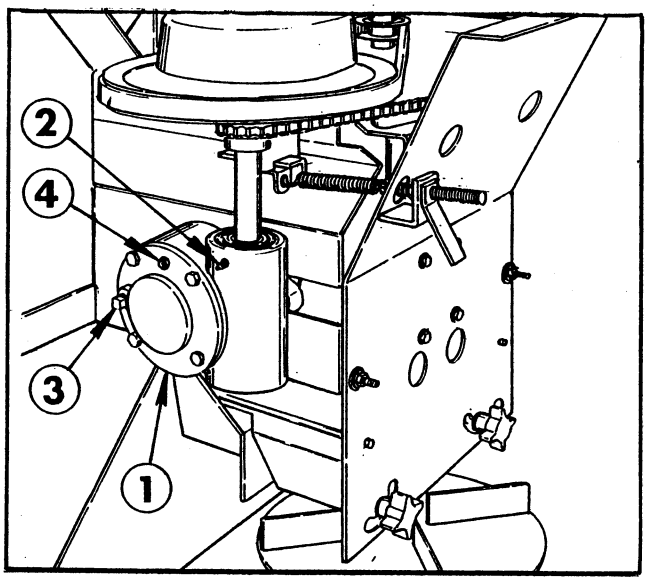

FIG. 17
2. Grease the input shaft bearing on the Gear Box. See FIG. 17.
3. Remove the pipe plug and check the oil level in the Gear Box. See FIG. 17. If oil does not run out, fill to plug opening with S.A.E. 90 Gear Lubricant. **NOTE:** Keep breather plug clean.